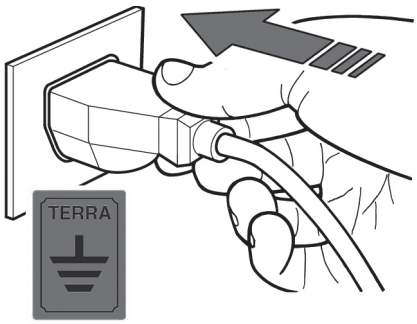

fig. 17
- E' obbligatorio che l'apparecchiatura completa sia collegata adeguatamente ad una efficiente presa a terra (fig.17).
2) Inserire la spina di alimentazione della Vetrina sulla presa fornita dal cliente (fig.17) assicurandosi che la stessa disponga del contatto di terra e che non ci siano prese multiple connesse .